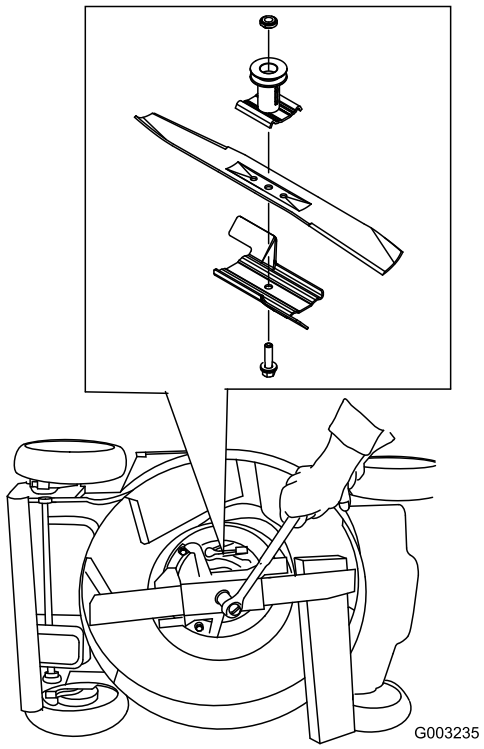

Figur 42
3. Använd en träkloss för att hålla bladet stadigt (Figur 42).